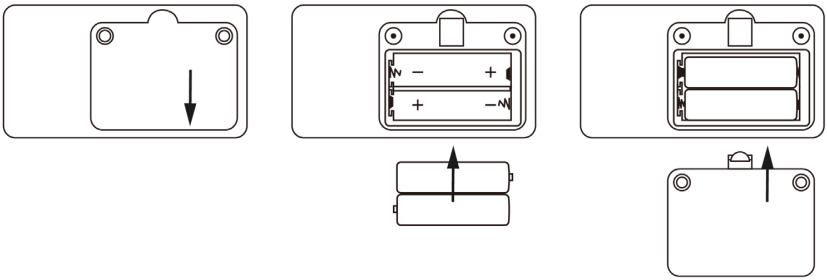

Abbildung 3. Installation der Batterien
A. Siehe Abbildung 3. Lösen Sie mit einem Schraubendreher die beiden Schrauben vom Batteriefach auf der Rückseite des Produkts und öffnen Sie die hintere Abdeckung des Batteriefachs.